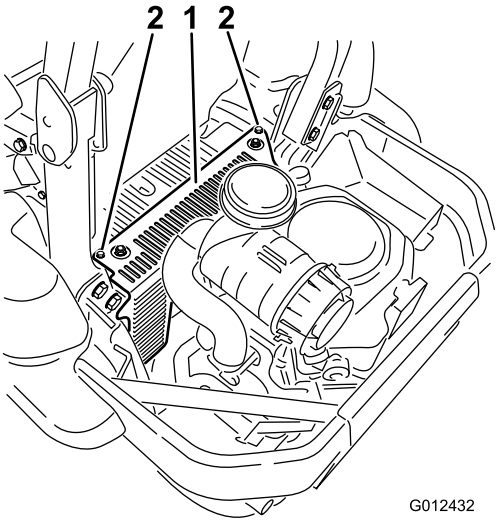

Figur 57
3. Fjern hydraulikenhedens afskærmning og de to bolte, der sidder på den (Figur 57). Dette giver dig adgang til det forreste tændrør.
5. Monter hydraulikenhedens afskærmning i venstre side (Figur 57).